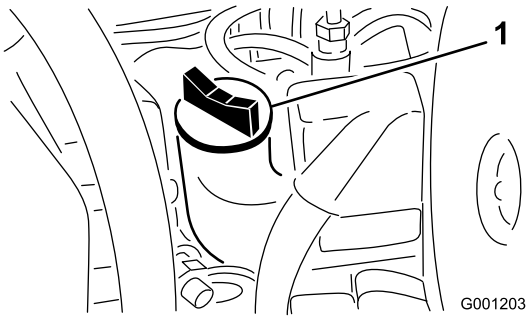

Figur 51
4. Hvis olieniveauet er under FULL-mærket, skal du fjerne påfyldningsdækslet (Figur 51) og fylde olie på, indtil niveauet når FULL-mærket. **Fyld ikke for meget på.**.